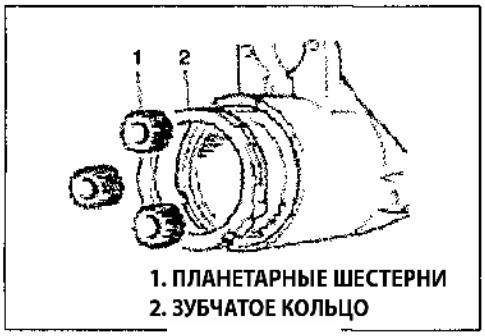

Рис. 188
3) Для проверки редуктора в сборе, шестерен редуктора и зубчатого кольца, их необходимо снять (Рис. 188).